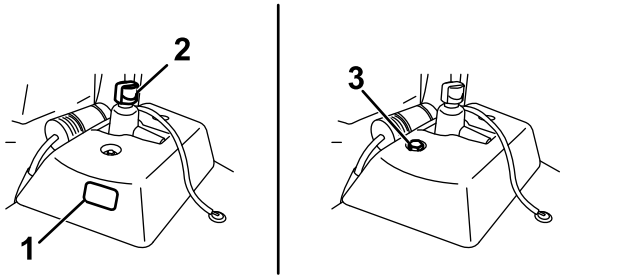

Figura 54
- Si el depósito hidráulico auxiliar tiene mirilla, compruebe el nivel de aceite en la mirilla (Figura 54) y vaya al paso 5.
- Si el depósito hidráulico auxiliar no tiene mirilla, localice la varilla de aceite en la parte superior de la máquina (Figura 54) y vaya al paso 3.